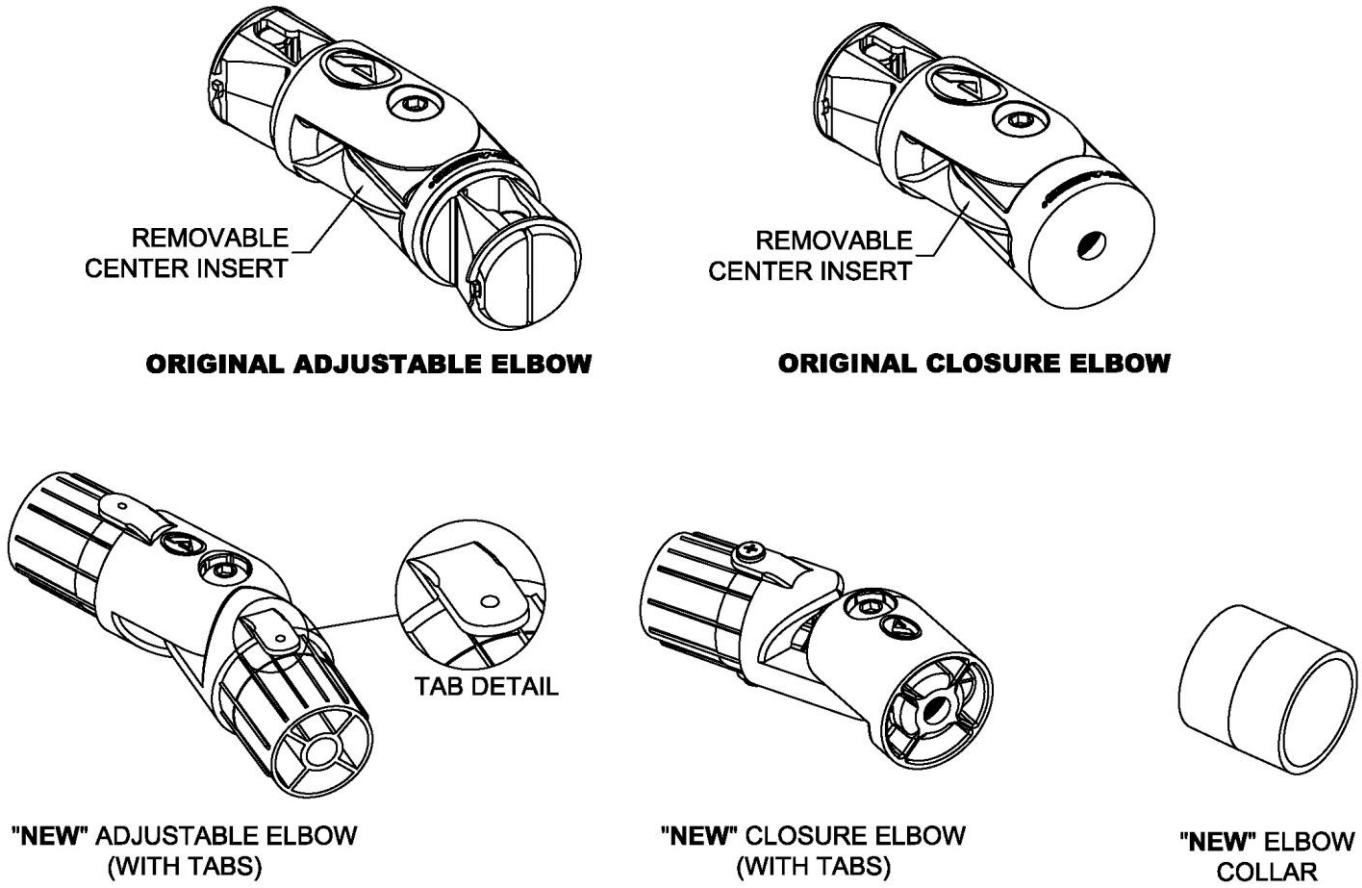

FIG. 1.1
1.1. For comparison and reference, FIG. 1.1 shows the original adjustable elbow and closure elbow and the “new” adjustable elbow and closure elbow with attachment tabs. The “tabs” are a new feature and are used as a location guide for inserting the #10-18 X 1/2" self-drilling, self-tapping pan head Philips screws (4 per elbow), which secure the elbows in place.